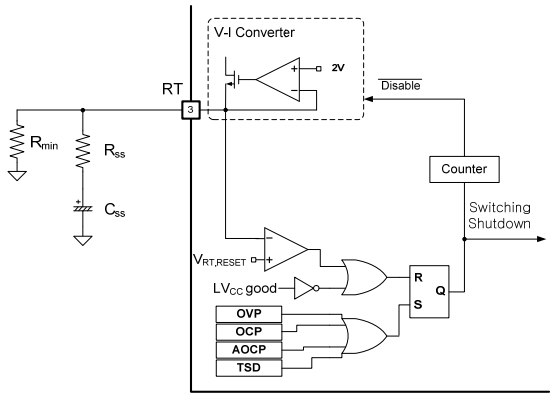

Figure 22. Internal Block for Auto-Restart
4. Self Auto-Restart: The FSFR-HS series can restart automatically even though any built-in protections are triggered in case external supply voltage is applied. As shown in Figure 22 and Figure 23; once a protection is triggered, the power MOSFET immediately stops. The counter starts to operate and 1008-clocks are counted, then the V-I converter is disabled. C_{SS} starts to be naturally discharged with the series impedance of R_{SS} and R_{min} until V_{RT} drops to $V_{RT,RESET}$, typically 0.1 V. Then, all protections are reset and the V-I converter resumes. The FSFR-HS starts switching again with soft-start.